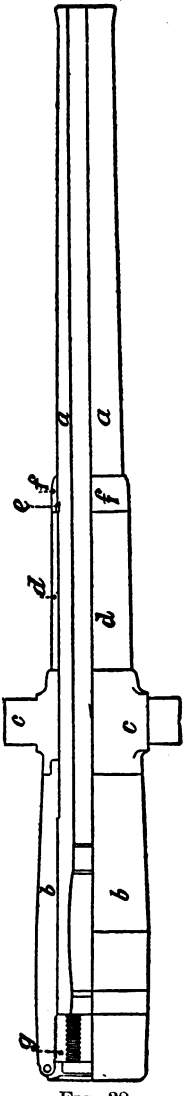

FIG. 38.
3.2-INCH B. L. RIFLE, MODEL 1885 (MODIFIED). (FIG. 38.)